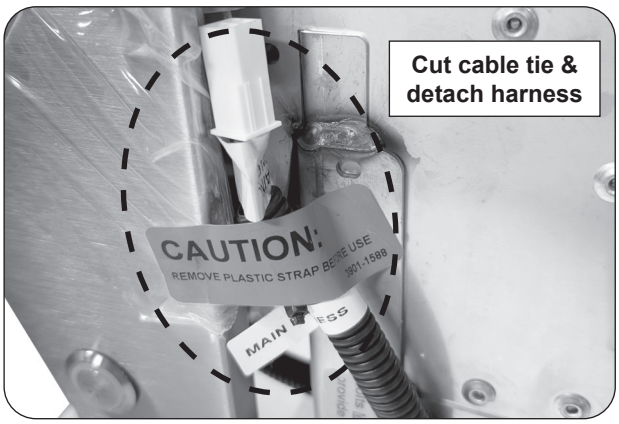

Fig. 27-3 Cut cable-tie
3. Locate the wire harness that is cable-tied to the right side of the control panel, remove the caution sticker, cut the cable tie, and allow the harness to hang freely. See Fig. 27-3.